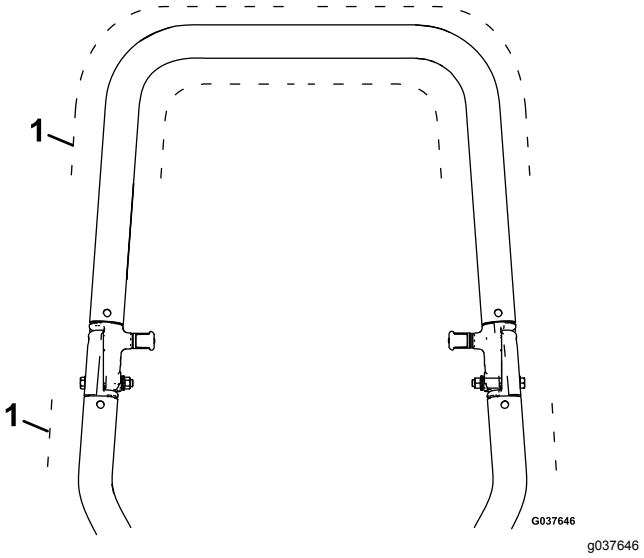

Figure 14
Vous pouvez changer l'emplacement de montage des projecteurs de travail sur sur l'arceau de sécurité, comme montré à la Figure 14.
2. Montez les 2 colliers sur l'arceau de sécurité à l'emplacement souhaité (voir Figure 14).